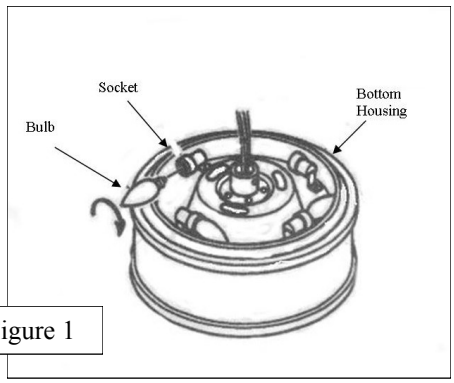

Figure 1
STEP 1: Install the included 4-25W light bulbs in the top of the fan *(figure 1)*